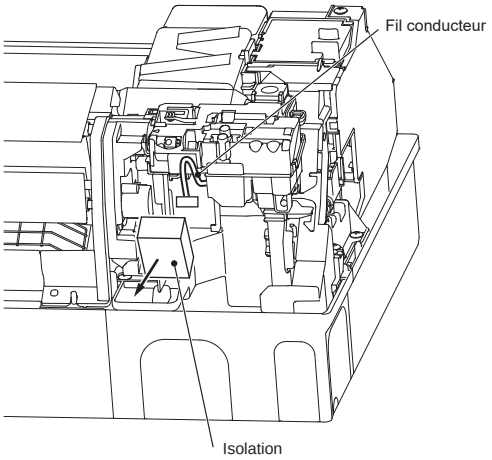

Fig. 1
2) Déposez l'isolation et sortez le fil conducteur situé sous l'isolation. (Fig. 1)